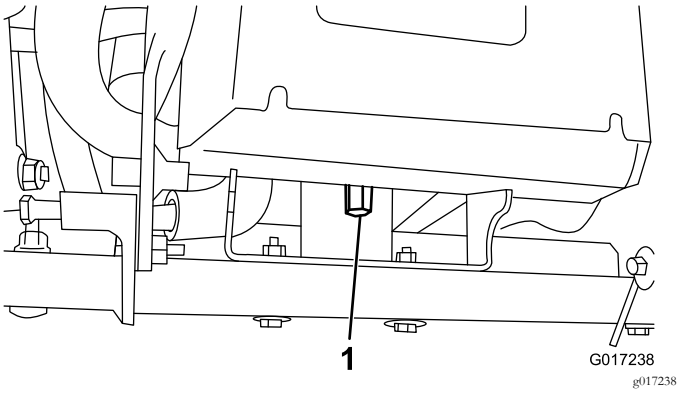

Rysunek 12
4. Odkręć wysoką nakrętkę mocującą tylną część podstawy akumulatora do ramy maszyny (Rysunek 12).